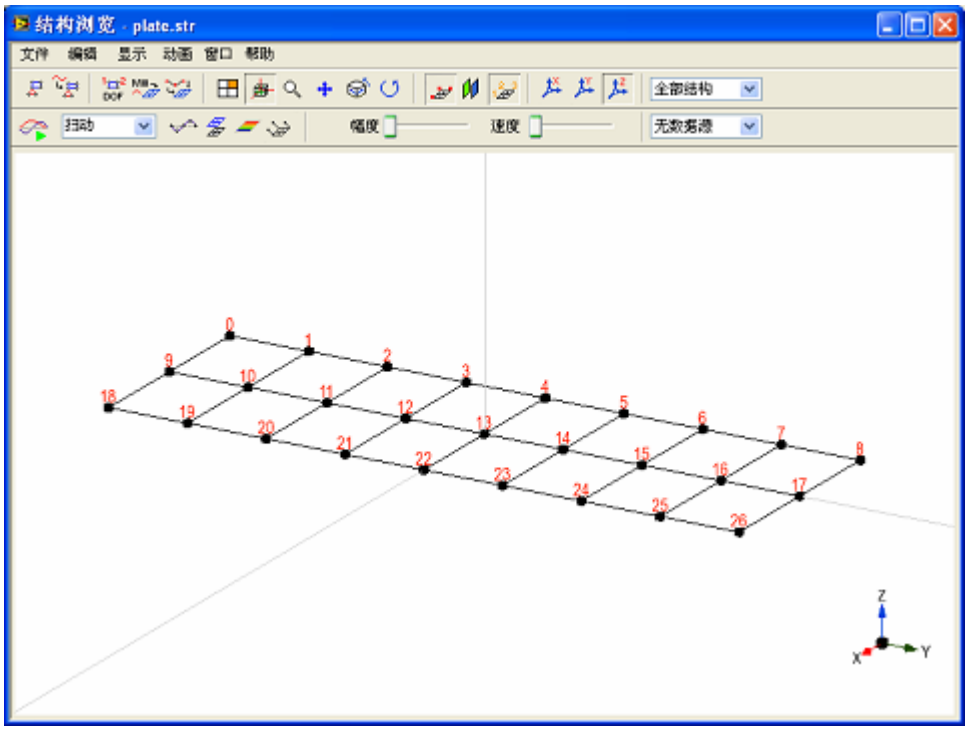

图 5-4 平板结构视图
- 关闭结构编辑窗口完成结构的绘制。图 5-4 显示编辑完成后的结果。